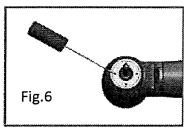

Fig.6
3. If spray nozzle is blocked with debris clean the spray nozzle with the nozzle cleaner needle. (See Fig.6)
2. If spray nozzle is blocked with debris clean the spray nozzle with the nozzle cleaner needle. (See Fig.6)